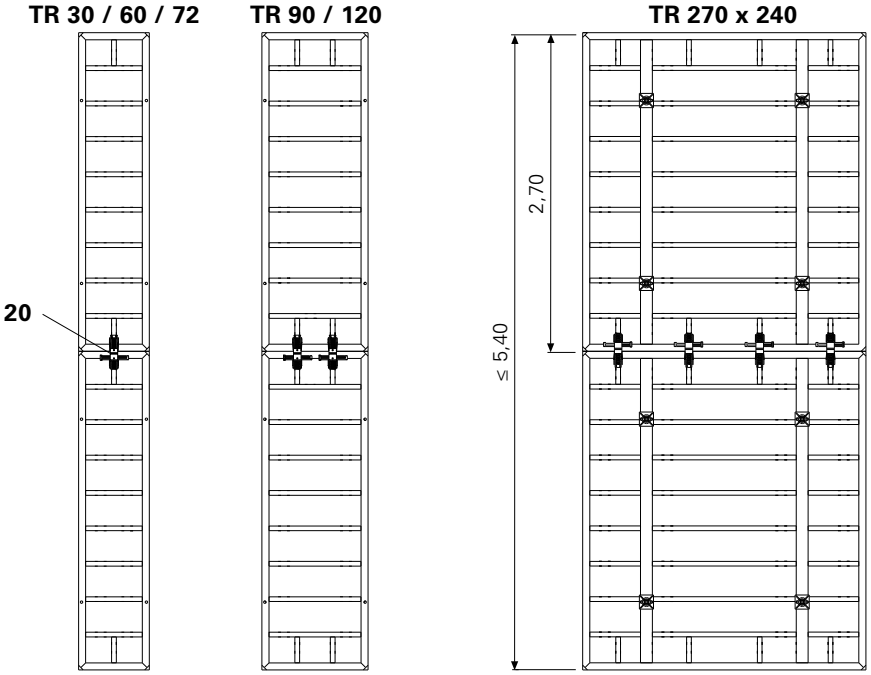

Rys. A15.01a Rys. A15.01b Rys. A15.01c
Dla nadstawionego deskowania ≤ 5,40 m, do połączeń pomiędzy płytami używany jest zamek BFD (20). (Rys. A15.01a – d)